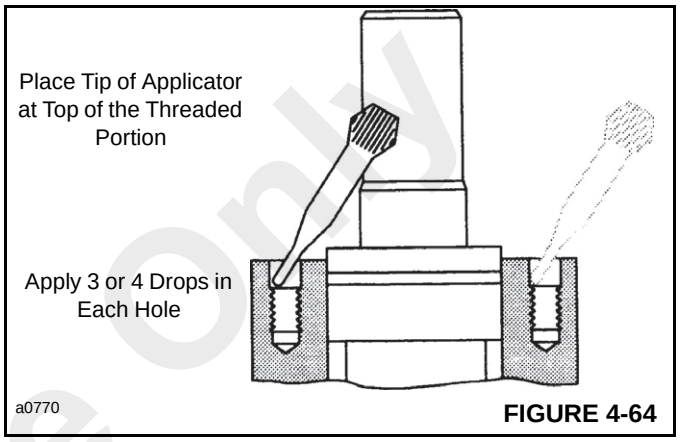

FIGURE 4-64
9. Apply 3 or 4 drops of Loctite sealant at the top of the threads for each of the four holes in the housing (see Figure 4-64). Do not allow parts with Loctite to come in contact with any metal parts other than those for assembly. Wipe off excess Loctite from housing face, using a non-petroleum base solvent.